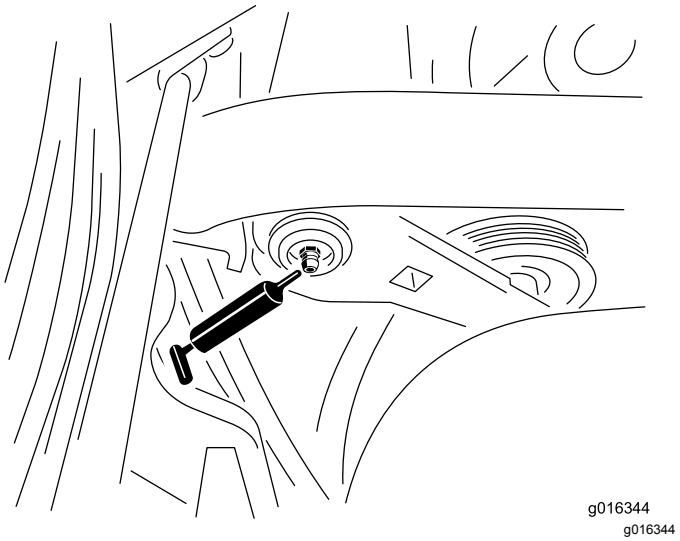

Figur 24
1. Tørk av smøreniplene slik at fremmedmateriale ikke kan komme inn i lagrene eller hylsene (Figur 24).